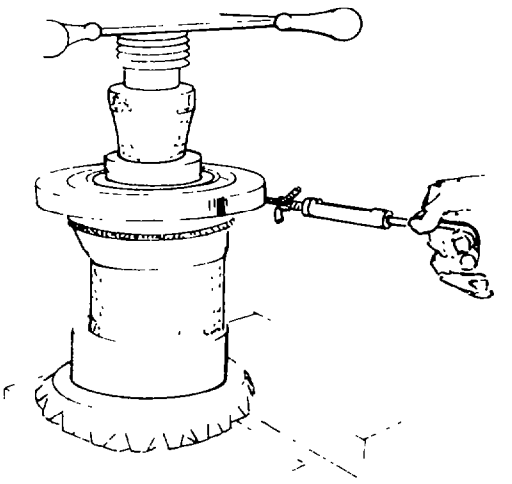

Fig. 322 — Checking Bearing Pre-Loading
k. Using the hydraulic press, apply 15 454 kg (34 000 lb) pressure to the bearing retainer assembly. Wrap a cord several times around the bearing retainer, then attach a suitable spring scale to the end of the cord (see fig. 322). Pull on the scale with a slow steady pull until the housing rotates. The correct load on the scale to keep the housing turning slowly and evenly is 1.36 – 2.72 kg (3 – 6 lb). If the reading on the scale is not within the correct range, replace the spacer with a thicker or thinner spacer as necessary, to obtain the correct reading.